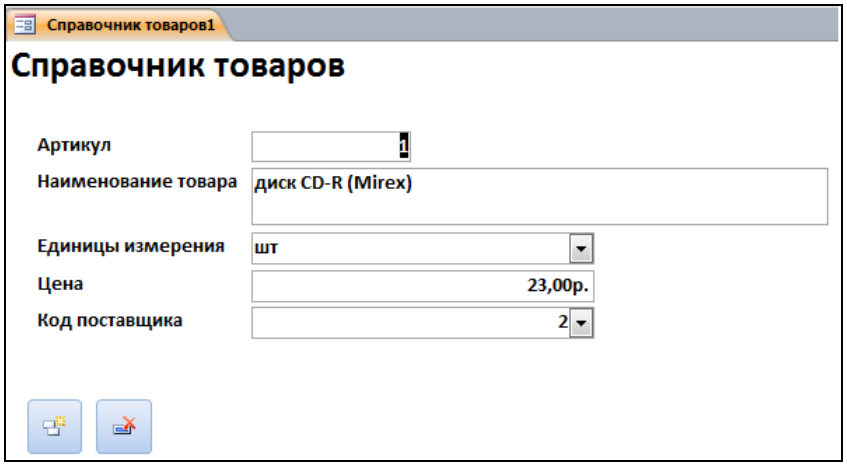

Рис. 3.17. Просмотр измененной формы
16. Просмотр результата осуществляется в режиме *Формы* (рис. 3.17).